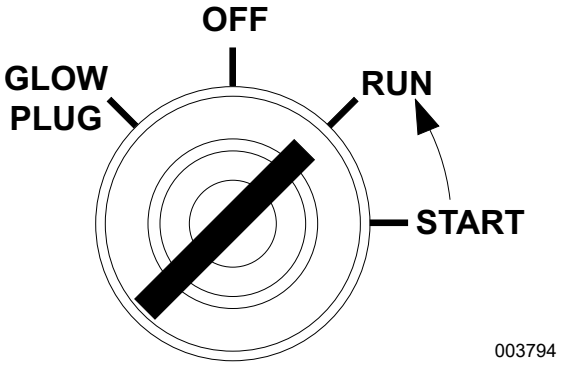

*Figure 3-7. Release Key*
4. See ***Figure 3-7***. Release the key, it will move to the RUN position.